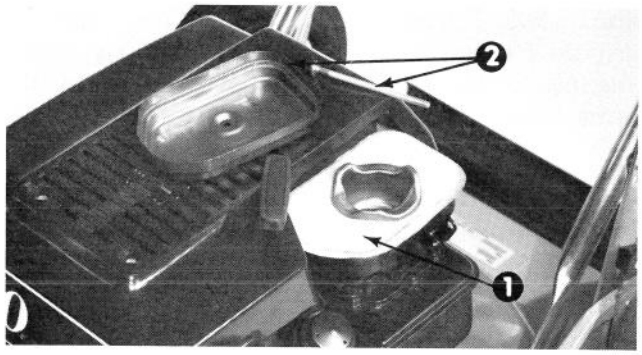

Figure 19
3. Look at top of air cleaner element (Fig. 19). If it is dirty, the element must be removed from air cleaner body (Fig. 19), and cleaned.
D. Place element and spacer into air cleaner body (Fig. 19). Assure narrow edge of spacer is parallel with side of air cleaner body.
4. Install cover on air cleaner body and assure cover and element form a seal. Mount air cleaner assembly on top of carburetor with long screw (Fig. 19).